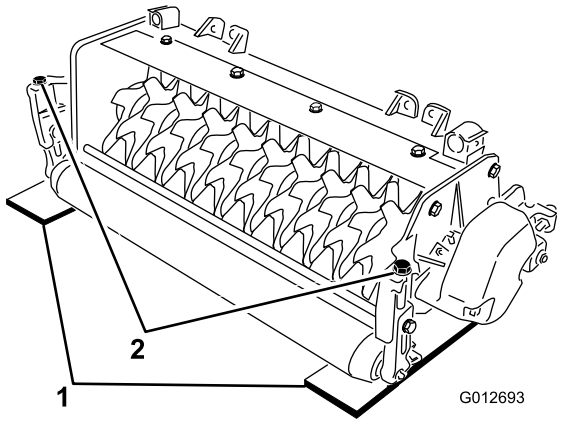

图4
2. 将 2 个调刀尺（厚度为所需的刀片穿透深度）放在切根刀滚刀的前、后滚筒下面（滚刀的两端） （图4）。
3. 旋转各剪草高度支架 （图4）上的调节螺栓，使滚刀刀片的两端都接触到水平地面。